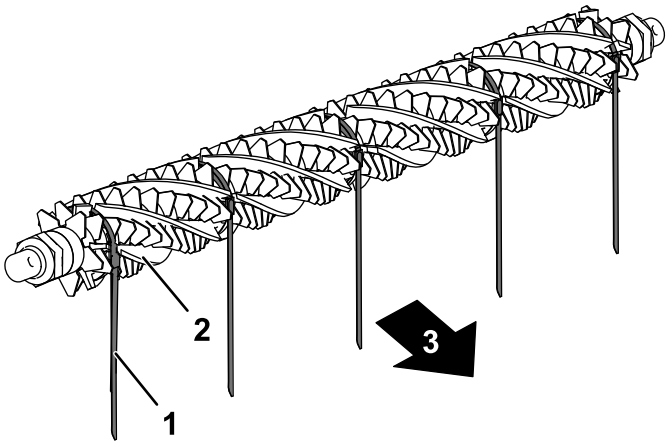

Figura 17
3. Da un lato del cilindro del groomer, fate scorrere una spazzola in ogni scanalatura sull'intera lunghezza del cilindro del groomer stesso (Figura 17).
Importante: **Avvolgete le cinghie attorno alla lama del groomer e al gruppo spazzole in direzione di rotazione primaria. Figura 17 mostra le cinghie installate per la rotazione in avanti.**